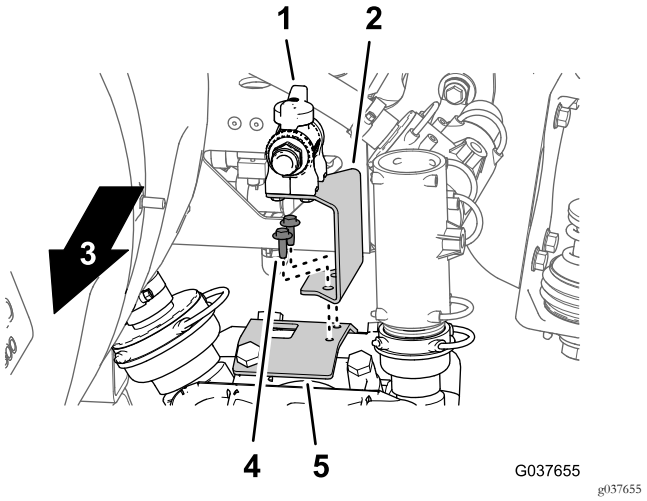

Figura 53
6. Alinee los orificios del soporte de la válvula de agitación con los orificios del soporte de la bomba de fumigación (Figura 53).
7. Sujete el soporte de la válvula de agitación al soporte de la bomba de fumigación (Figura 53) con 2 pernos con arandela prensada (¼" x ¾").